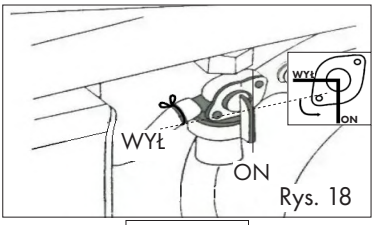

Rys. 18
4. Otwórz zawór paliwa, patrz Rys. 18.